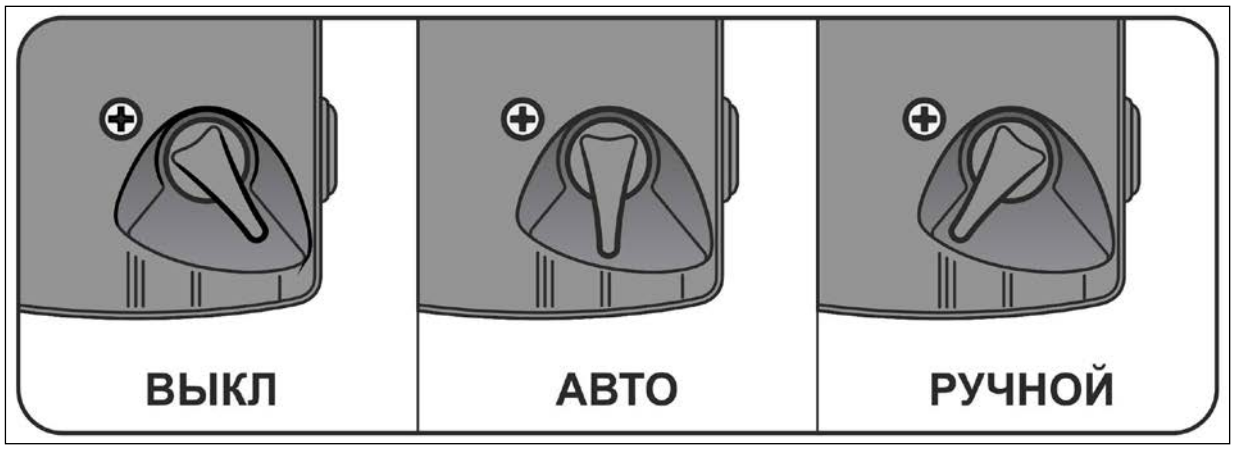

Рис. 4 Режимы работы
1) Автоматический – положение «АВТО либо II» (рис.4), насос автоматически запускается при открытии крана, и выключается при закрытии крана. Это происходит благодаря встроенному датчику потока, который производит включение и выключение насоса при появлении потока жидкости в трубопроводе.
2) Ручной режим – положение «РУЧНОЙ либо III» (рис.4), насос работает постоянно, без отключений.
Также имеется положение «ВЫКЛ либо I» (рис.4), насос не работает даже подсоединенный к розетке.